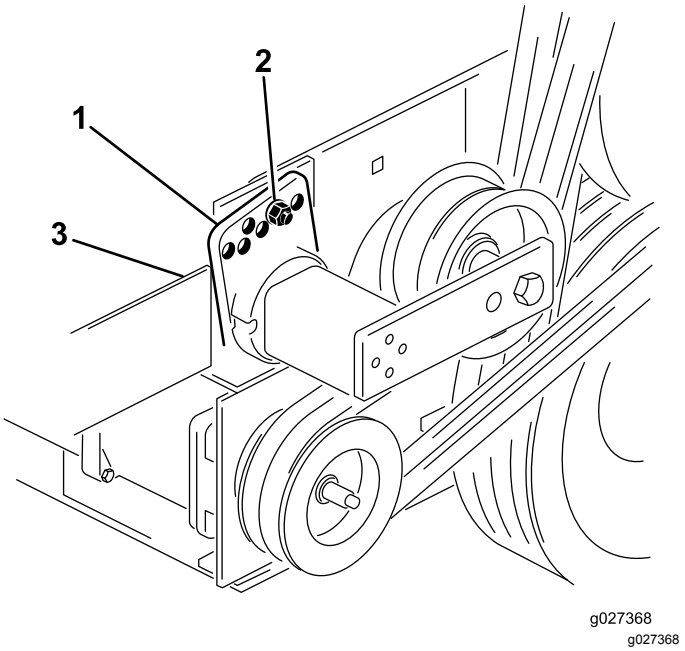

**Bild 13**
3. Nehmen Sie die Schraube und die Mutter ab, mit denen die Spannerführung an der Antriebshalterung befestigt ist, um die Spannung vom Riemen zu nehmen (Bild 13).